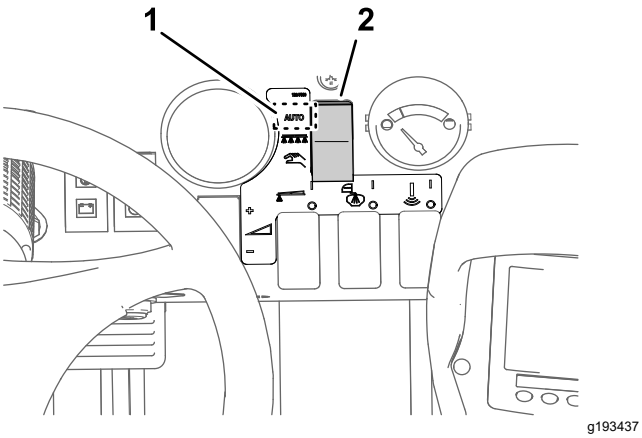

**Bild 43**
3. Stellen Sie die Taste für den Sprühmodus auf den Dosierungsmodus (Bild 43).